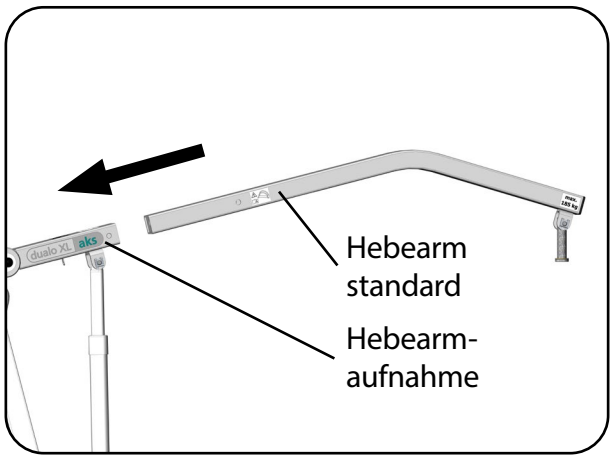

Abb. 8.9.03 - Hebearm standard einstecken
4. Stecken Sie den Hebearm standard in die Hebearmaufnahme (Abb. 8.9.03).